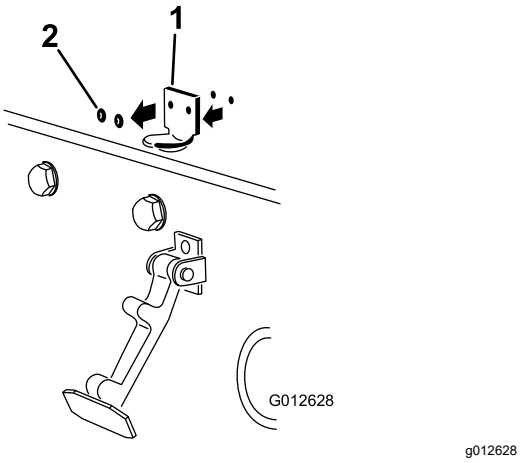

Figur 3
2. Fjern de to nitter, der fastholder hjelmlåsebeslaget på hjelmen (Figur 3).